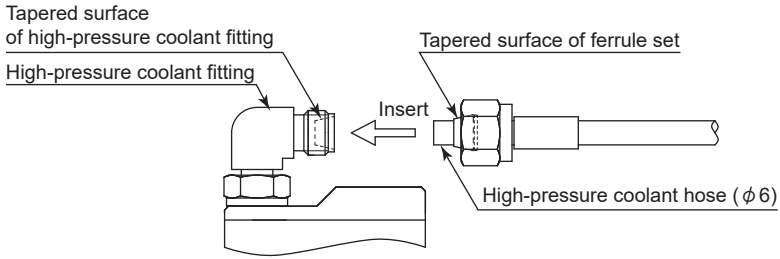

Fig. 25
(1) Insert the high-pressure coolant hose (diameter ϕ6mm) so that the tapered surface of the ferrule set fastened to the high-pressure coolant hose (diameter ϕ6 mm) fits tightly against the tapered surface of the high-pressure coolant fitting. (Fig. 25)